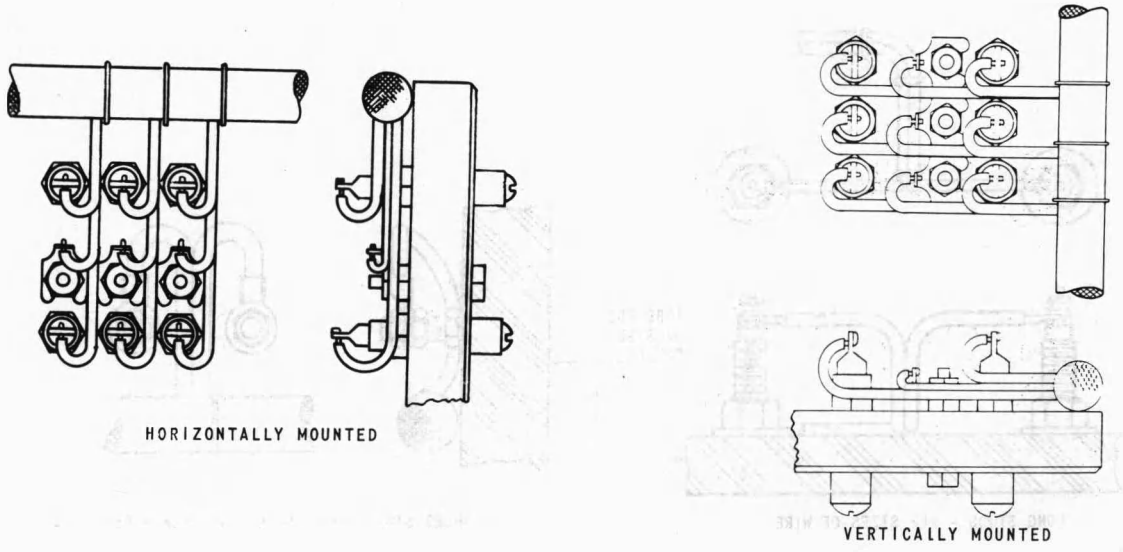

FIG. 7 FUSE POSTS - W.E. CODED TYPE - NO. 14 AND SMALLER WIRE
(1) To add vertically mounted arrangement for 5 and 6 type fuse posts in Figure 7.